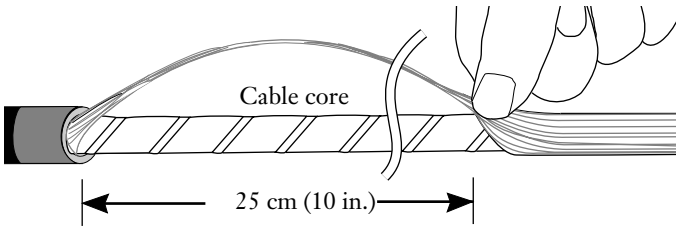

Figure 10
**5.9** Starting near the tape mark, pull the yarn away from the cable core until the core is exposed exposed for a length of 25 cm (10 in.) (Figure 10).